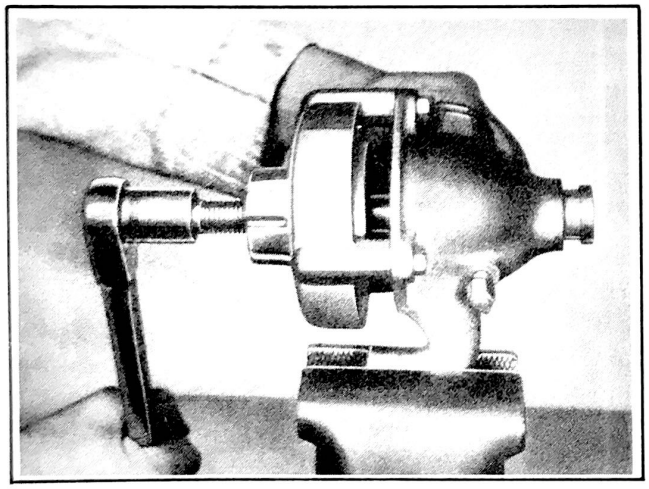

Figure 95
12. Install thumb screw (No.2) with driver (No.6) in the body (No.1) and press out the front bushing as illustrated in Fig. 95.